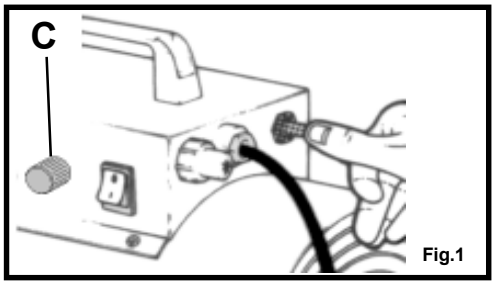

Fig.1
1. Abrir la bombona del gas propano (ver fig.1)